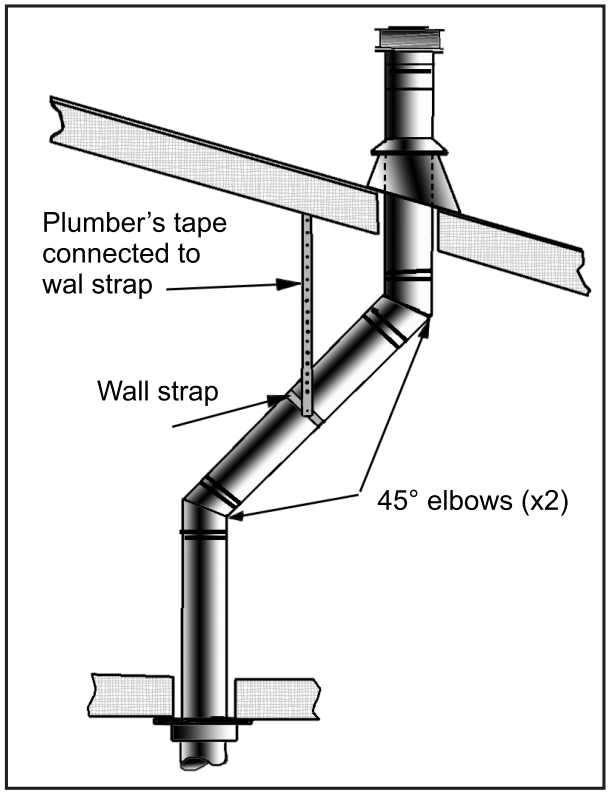
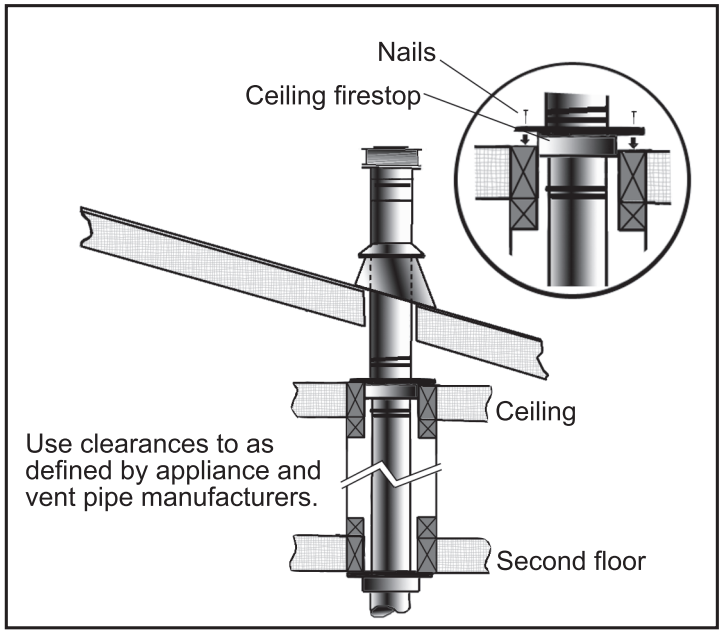

Figure 48: Use of Wall Straps.
Figure 49: Multi-Story Vent Pipe Installation
(1) If an offset is necessary in the attic to avoid obstructions, it is important to support the vent pipe every **3' (914 mm)**, to avoid excessive stress on the elbows, and possible separation. Wall straps are available for this purpose (see Figure 48).
(2) When ever possible, use 45° degree elbows instead of 90° degree elbows. The 45° degree elbow offers less restriction to the flow of flue gases and intake air.
(3) For multi story installations; a ceiling firestop is required at the second floor, and any subsequent floors (see Figure 29). The opening should be framed to **10" (254 mm)** x **10" (254 mm)** inside dimensions, in the same manner as shown in Figure 49.